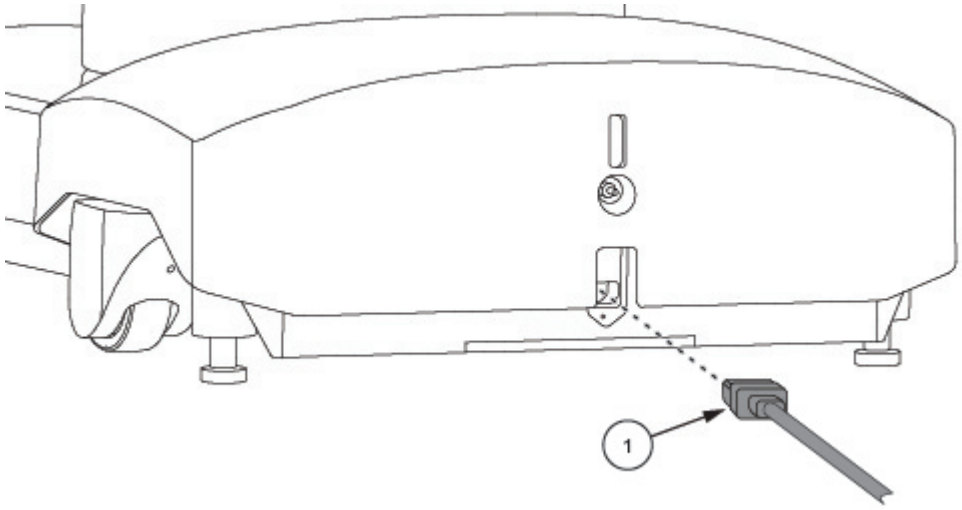

Figure 7-2. Brancher la table chirurgicale sur l'alimentation secteur
2. Brancher le cordon d'alimentation (1) sur le connecteur CEI.
3. Brancher le cordon d'alimentation sur une prise secteur. Voir *Figure 7-2*.